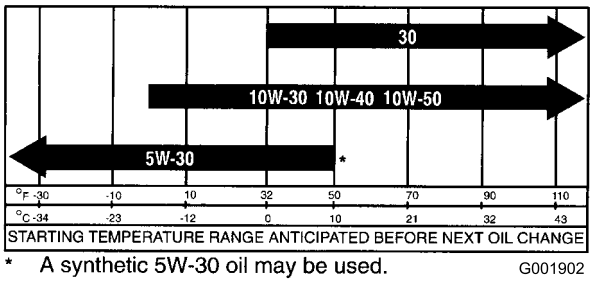

Figura 22
3. El motor utiliza cualquier aceite detergente 10W30 de alta calidad que tenga la "clasificación de servicio" CF o superior del American Petroleum Institute API. Seleccione una viscosidad según la tabla de Figura 22.